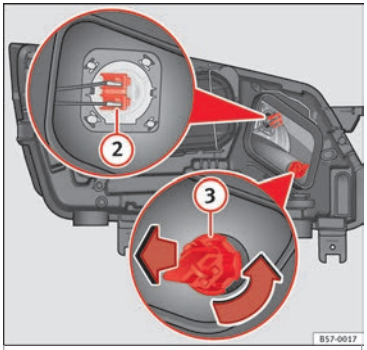

Fig. 108 In the engine compartment: main beam headlight bulb (2) and turn signal bulb (3).
3. Slide connector ››› **Fig. 108** (2) to the left or right and pull.
3. Turn the bulb holder ››› Fig. 108 (3) anticlockwise and pull.